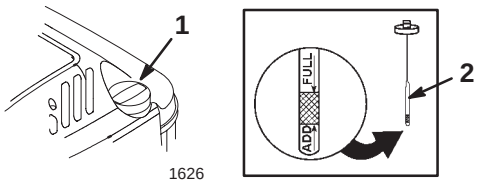

Bild 5
Stellen Sie vor jedem Einsatz sicher, dass der Ölstand zwischen den Marken **Add [Nachfüllen]** und **Full [Voll]** am Peilstab steht (Bild 5).
2. Reinigen Sie den Bereich um den Peilstab (Bild 5).
6. Lesen Sie den Ölstand am Peilstab ab (Bild 5).